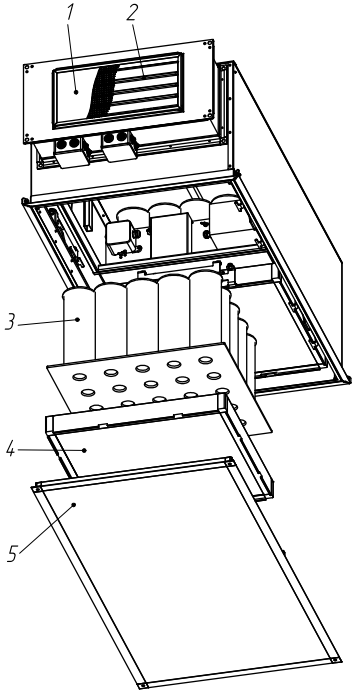

Рисунок 1.4 — Функциональные блоки прибора
1.1.3.1 Составные части (функциональные блоки) прибора представлены на рисунке 1.4. Прибор включает следующие функциональные блоки: префильтр (рисунок 1.4, поз. 1), электростатический блок (рисунок 1.4, поз. 2), фильтры-осадители (рисунок 1.4, поз. 3), адсорбционно-каталитический фильтр (рисунок 1.4, поз. 4). Формирование очищенного потока воздуха происходит по всей площади воздухораспределительной панели (рисунок 1.4, поз. 5).
1.1.4.1 Прибор пропускает воздух через функциональные блоки (рисунок 1.4, поз.1–5), где происходит очистка воздуха от механических и химических примесей, обеззараживание воздуха, инактивация микроорганизмов.